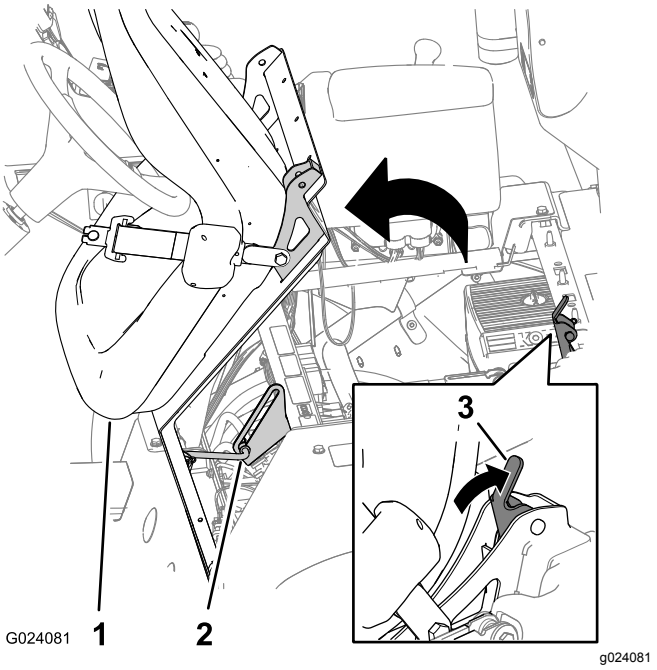

Rysunek 3
2. Odblokować fotel popychając rączkę blokady fotela do tyłu (Rysunek 3).
3. Obrócić fotel i płytę fotela w przód aż do chwili, gdy koniec drążka podpórki na jej wsporniku znajdzie się na dnie rowka wspornika (Rysunek 3).